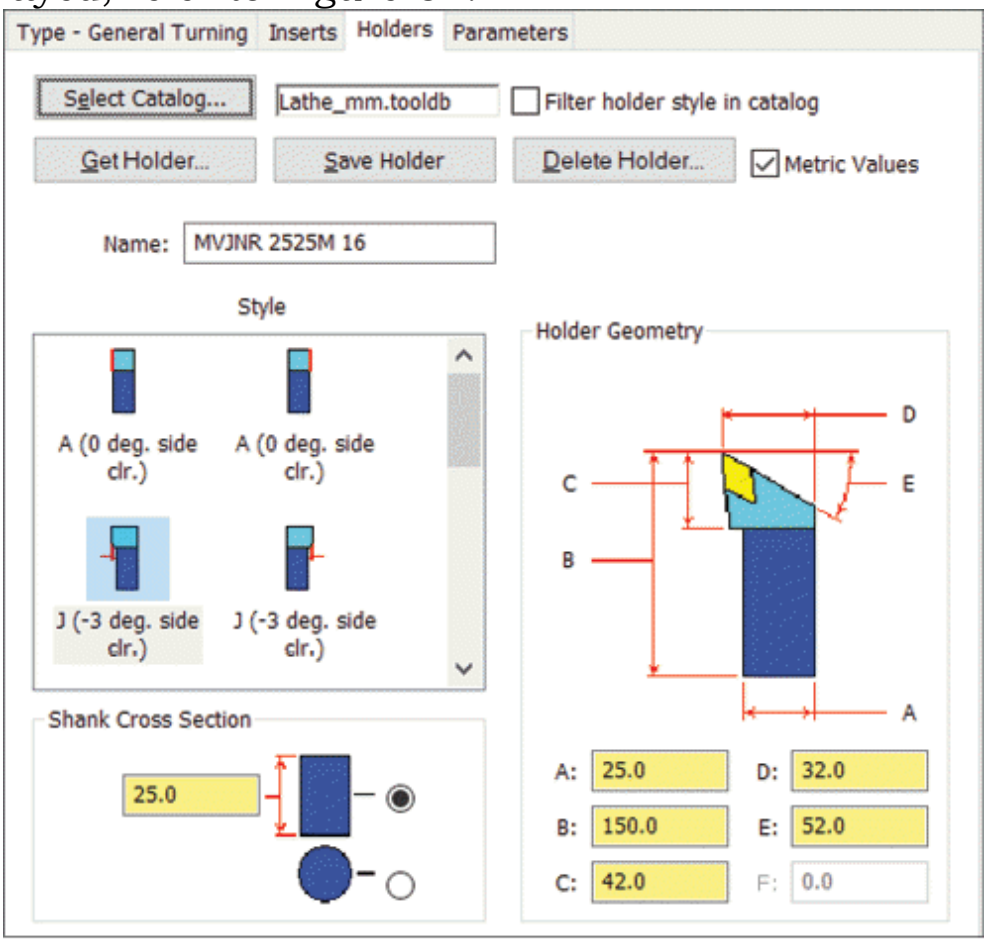

Figure-31. Parameters for selected tool holder
- Select desired holder from the dialog box and click on the **OK** button. The parameters related to the selected holder will be displayed; refer to Figure-31.